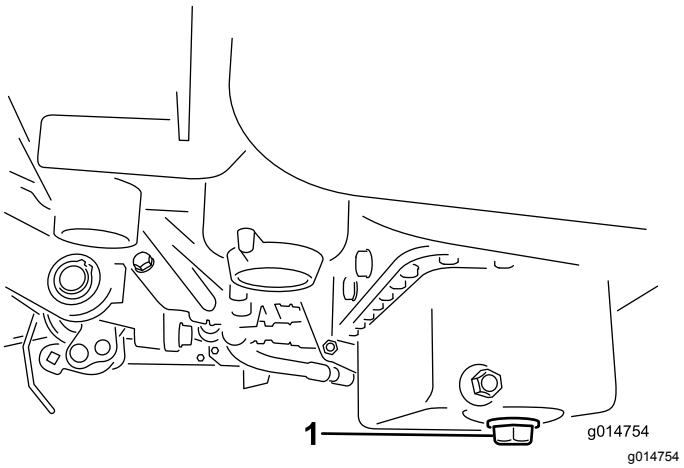

Figur 39
1. Ta bort avtappningspluggen och låt oljan rinna ned i ett kärl. Sätt tillbaka avtappningspluggen när oljan har slutat rinna (Figur 39).